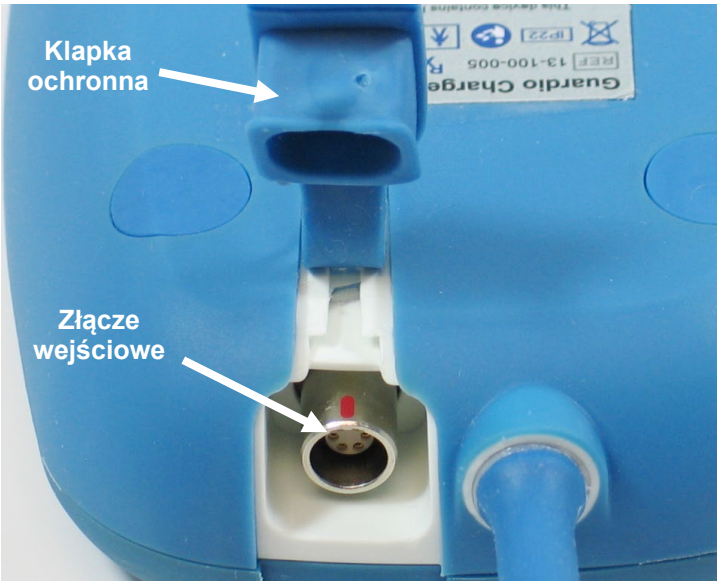

Rysunek 7: Tył ładowarki
2. Zdjąć klapkę ochronną ze złącza wejściowego zasilania znajdującego się obok podstawy kabla głowicy ładującej. **Patrz Rysunek 7.**